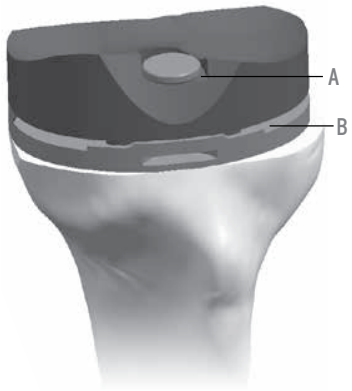

FIGURE 33
Optional: After the base has been inserted, the appropriate trial tibial insert can be used to recheck ligament and soft tissue balancing. | FIGURE 33 An additional trial insert pin may be placed through the trial insert into tibial base implant to provide a more secure construct during final assessment of joint stability. | A in FIGURE 33
**NOTE: The trial insert only engages the central locking detail and a gap will be Present along the anterior periphery of the insert. | B in FIGURE 33**